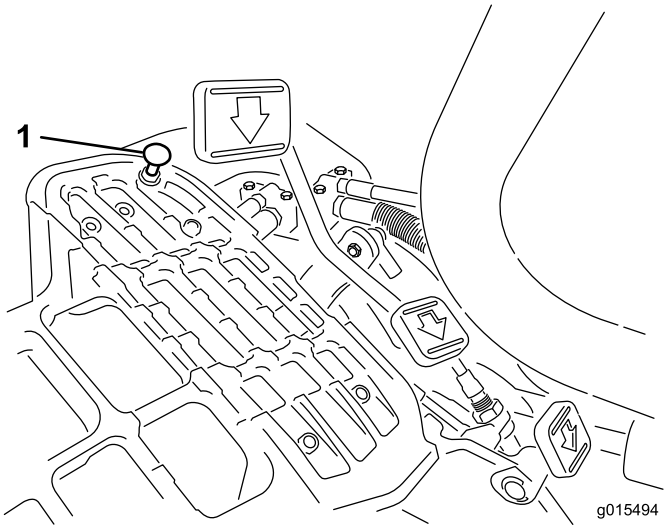

**Figur 49**
For at opnå maksimal transporthastighed skal du sætte funktionsbevægelseshåndtaget i transportposition og trykke ned på traktionspedalen. Hvis pedalen når stoppet (Figur 49), før stramning mærkes på kablet, er det nødvendigt med justering:
1. Sæt funktionsbevægelseshåndtaget i transportpositionen, og løsn den låsemøtrik, der holder pedalstoppet på gulvpladen (Figur 49).